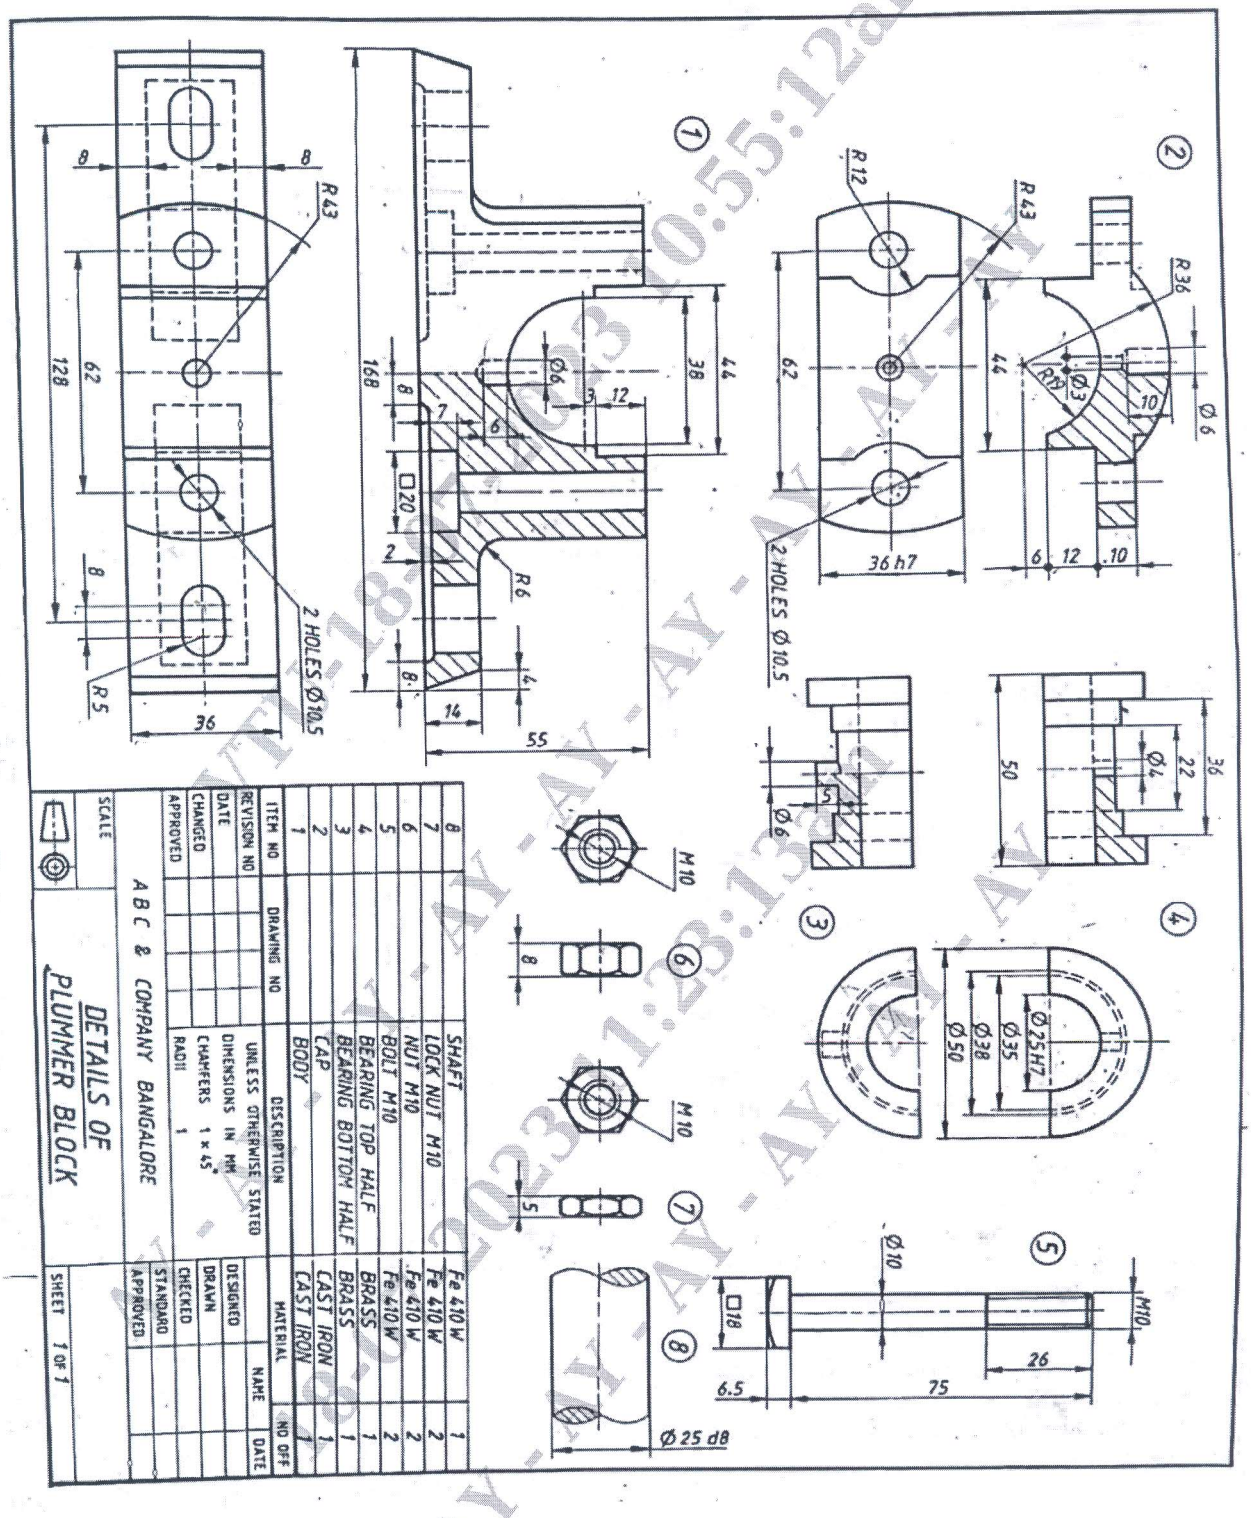

Figure 1: Details of Plummer block
5. Figure 1 below shows the details of a Plummer block. Assemble The parts of the Plummer block and show the following views